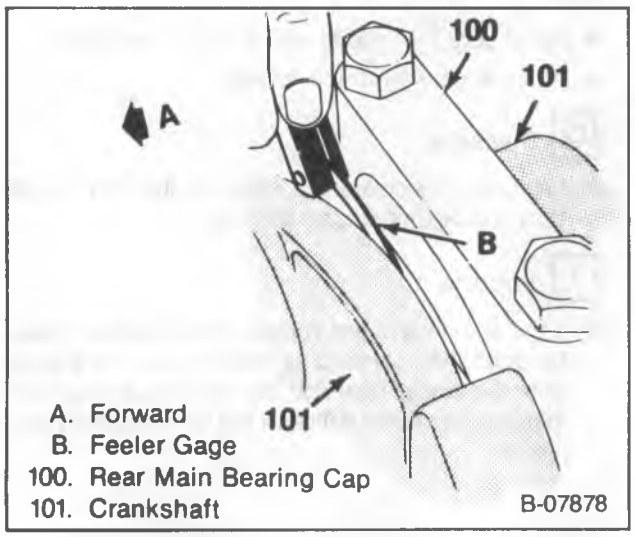

Figure 32—Measuring Crankshaft End Play
- With the crankshaft forced forward, measure at the front end of the rear main bearing with a feeler gage (figure 32). The proper clearance is 0.002 to 0.006-inch.